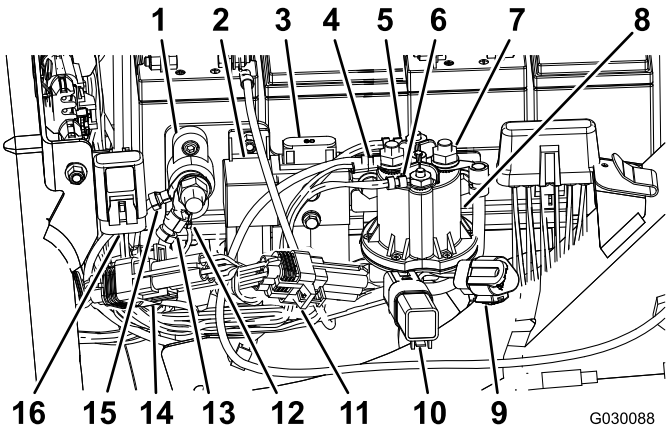

Figuur 9
11. Verwijder de dop van de zekering (10 A, 58 V) zoals getoond in Figuur 9 en gooi de dop weg.
12. Steek de klem met de zekering (10 A, 58 V) in de oude kap die op het machineframe gemonteerd is (Figuur 9).
13. Sluit de inschakelrelaisaansluiting van de e-messenkooien (P07) aan zoals getoond in Figuur 9.
14. Sluit de 90°-aansluiting aan de schakelaarzijde (J07) van de kabelboom aan op de achterste klem van de schakelaar (48 V DC) en bevestig aan de klem (Figuur 9).
16. Sluit de 2 spoelaansluitingen van het hoofdcontact aan op de schakelaar (48 V DC) zoals getoond in Figuur 9.
17. Sluit de kabel met markering 'Battery Side' en de accuafkoppeldraad aan op de voorste klem van de schakelaar (48 V DC) zoals getoond in Figuur 9.
19. Sluit de ID-module (P08) aan zoals getoond in Figuur 9.
20. Sluit de CAN-interfacemodule (P10) aan zoals getoond in Figuur 9.
24. Sluit de aardingsaansluitingen (J06 en J08) aan op het aardingsblok (Figuur 9).